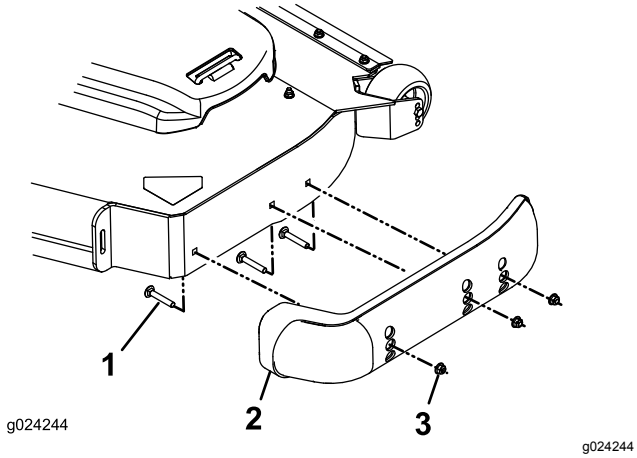

Figuur 36
3. Verwijder de slotbouten en de moeren van de glijders (Figuur 36).